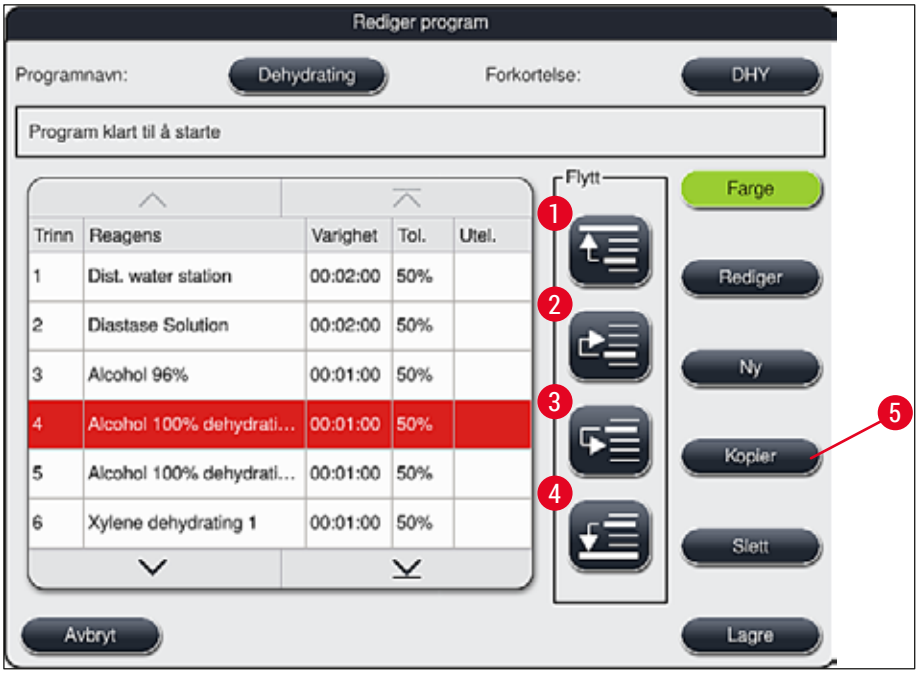

Fig. 49
- Dette åpner vinduet Rediger program (→ "Fig. 49").
- Trykk på Lagre (→ "Fig. 49")-knappen for å lagre endringene. Trykk på Avbryt-knappen for å forkaste endringene.